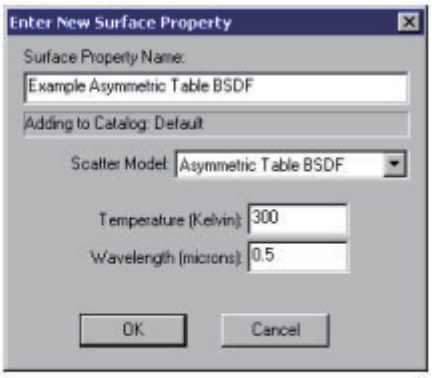

FIGURE 3.23 - Selecting Asymmetric Table BSDF from the Scatter Model list in the Enter New Surface Property dialog box.
3. 「プロパティの追加」をクリックします。図 3.23 に示すように「新しいサーフェスプロパティの入力」ダイアログボックスが表示されたら、散乱モデルリストから「非対称テーブル BSDF」を選択し、新しいプロパティの名前と初期角度および初期波長の値を入力して、「OK」をクリックします。